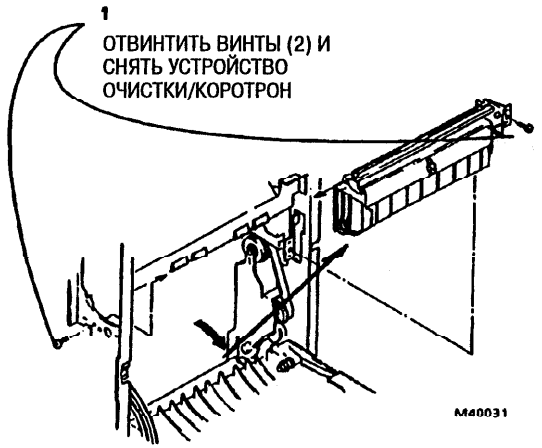

Рис. 1. Снятие устройства очистки/коротрона
2. (Рис. 1): Отвинтить два винта и снять устройство очистки/коротрон.